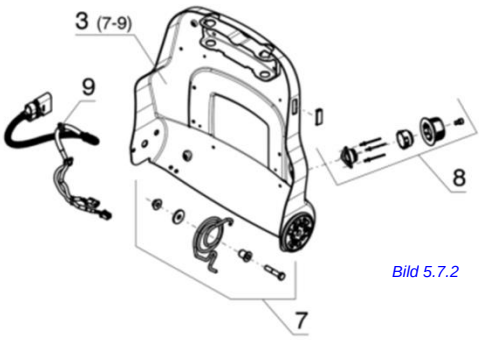

Bild 5.7.2
b) Bei Baugruppeninhalt mit jeweils einer Stückzahl pro Position kann die Inhaltsangabe bei fortlaufender Nummerierung z.B. „3 (7-9)“ angegeben werden *(siehe Bild 5.7.2)*.